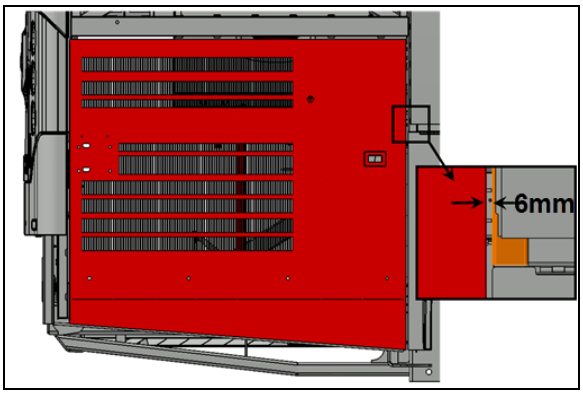

FIGURE 48
5. Check the gap between the door and the adjacent panel at the level of the upper attachment point of the arm on the door. The gap should be ¼" (6 mm) (FIGURE 48).